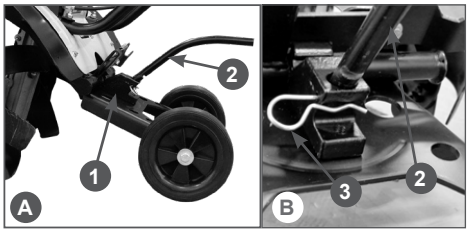

Рис. 6 Установка сошника в транспортное положение
6. Вставьте сошник 2 в кронштейн 1 сошника (Рис. 6А). Совместите отверстия в кронштейне и в сошнике, вставьте в отверстие шплинт 3 (Рис. 6В).